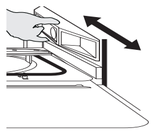

Figure 9b
7. Déposer la crémaillère à vérifier que lave-vaisselle est de niveau de l'avant vers l'arrière en plaçant le niveau en bas de la baignoire en bas rack support de roue. **Voir figure 9b.**